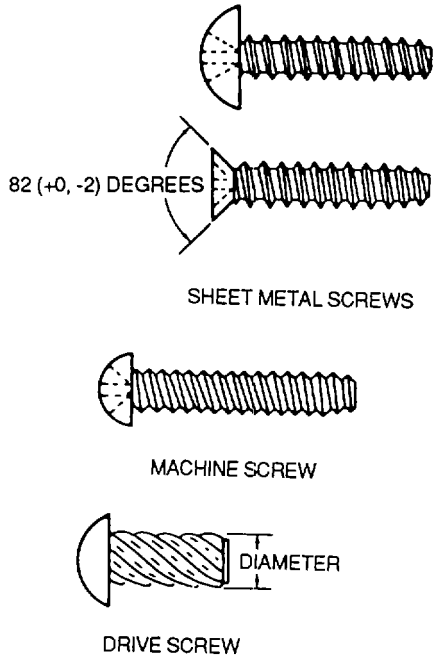

Figure 2-40. Self Tapping Screws
(1) *Machine screws.* Use AN504 machine self-tapping screws, as shown in figure 2-40, to attach removable parts such as nameplates and other similar Items to castings. These screws tap their own mating threads when driven into untapped drilled or punched holes slightly smaller than the outside diameter of the screw itself.
(3) Drive screws. Drive screws, MS21318, as shown in figure 2-40, are plain head, self-tapping screws used as capscrews in the attachment of nameplates in castings or in sealing drain holes in corrosion-proofing tubular structures. These screws differ from other self-tapping screws in that they are not formed to fit screwdrivers and are not intended to be removed after installation. Drive screws are installed by driving the screw into a drilled hole with a hammer.